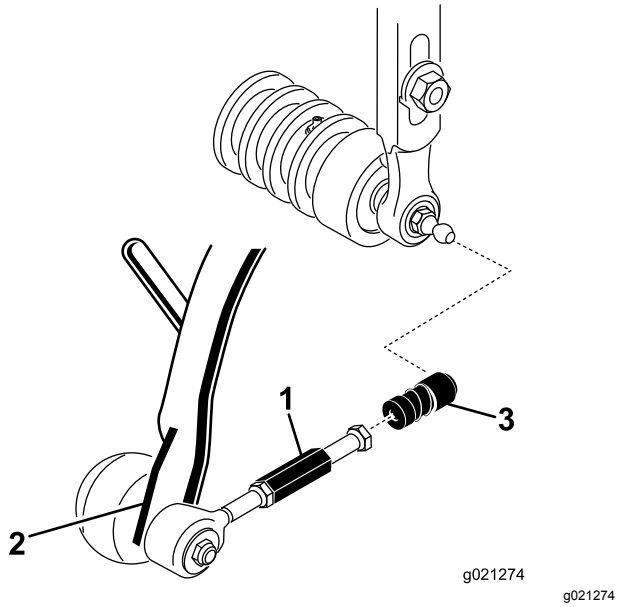

Figur 10
3. För tillbaka hylsan på varje kullagersmottagare och haka fast mottagaren på klippenhetskultappen (Figur 10).